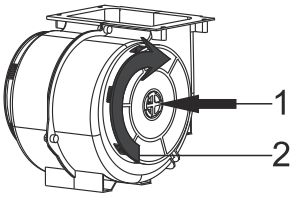

*Fig. 7: FILTRO DE CARVÃO AF 100*
- 1-Colocar o filtro de carvão no respetivo compartimento.Fig. 7
- 2-Rodar o filtro de carvão no sentido horário e assegurar que está completamente encaixado.Fig. 7